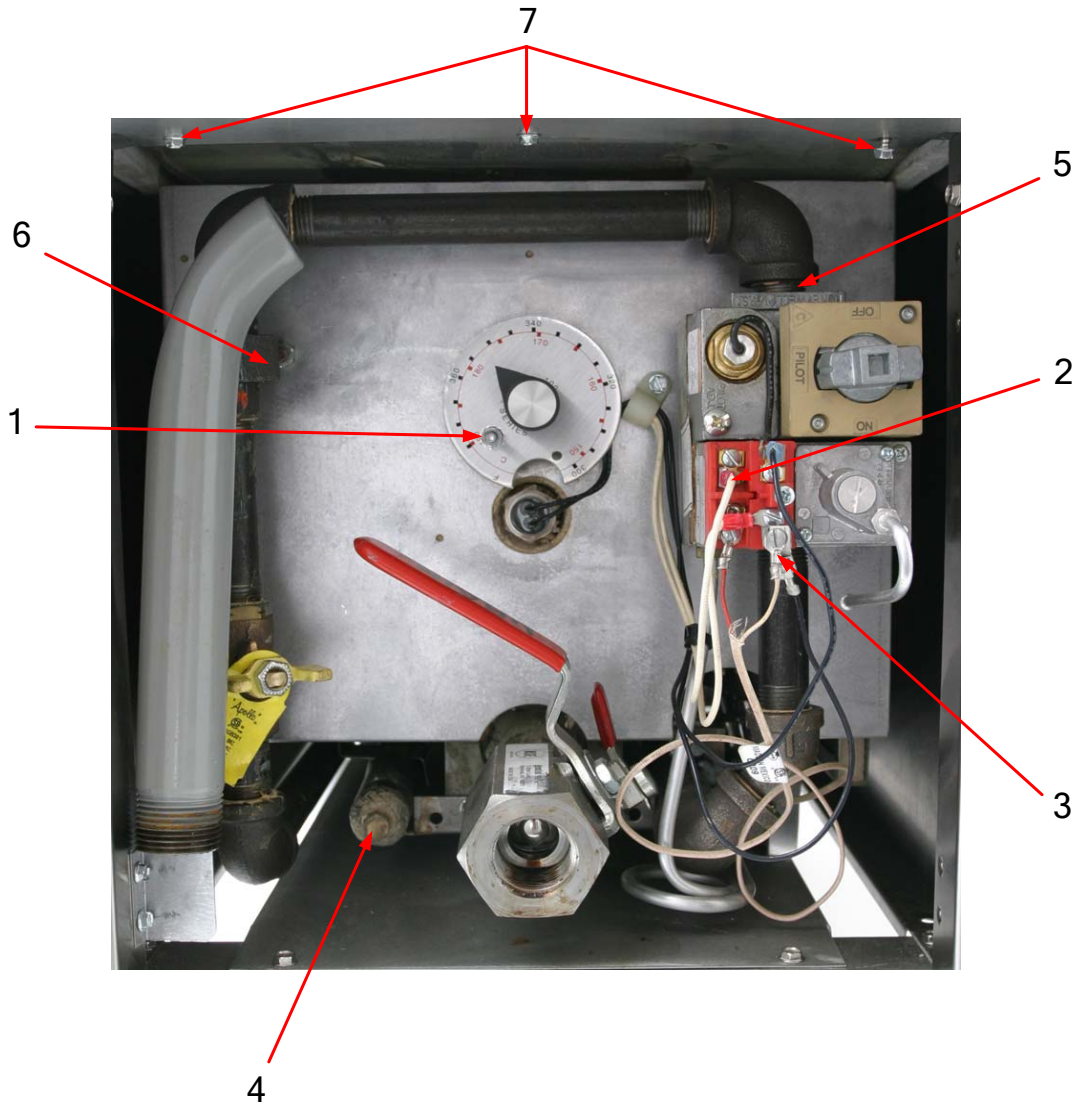

Figure 1: Cabinet Interior
2. Use an allen wrench to loosen set screw at the side of the thermostat knob. Remove the thermostat knob. See Figure 1, Item 1.
4. Disconnect the thermostat wires from the gas valve. See Figure 1, Item 2.
1. Disconnect the pilot generator wires from the top of the gas valve. See Figure 1, Item 3.
2. Remove the pressure tap plug from the end of the burner manifold. See Figure 1, Item 4.
3. Remove the pilot gas line and fitting from the valve. See Figure 1, Item 5.